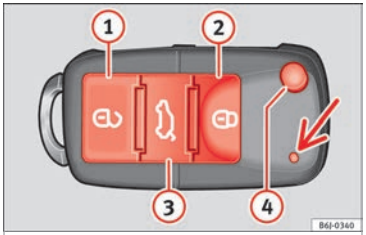

Fig. 84 Assignment of buttons on the remote control key.
By using button (4) ››› **Fig. 84** on the control, the key shaft is released.
Unlocking the vehicle 🔓 ››› **Fig. 84** (1).
Locking the vehicle 🔒 ››› **Fig. 84** (2).
Unlocking the rear lid. Press button ››› **Fig. 84** (3) until all the turn signals on the vehicle flash briefly. When the unlocking button (3) is pressed, you have 2 minutes to open the door. Once this time has passed, it will lock again.
Moreover, the battery indicator on the key ››› **Fig. 84** (arrow), will flash.
– Press the button 2 »» Fig. 84 on the remote control.
– Press the button 1 »» Fig. 84 on the remote control.